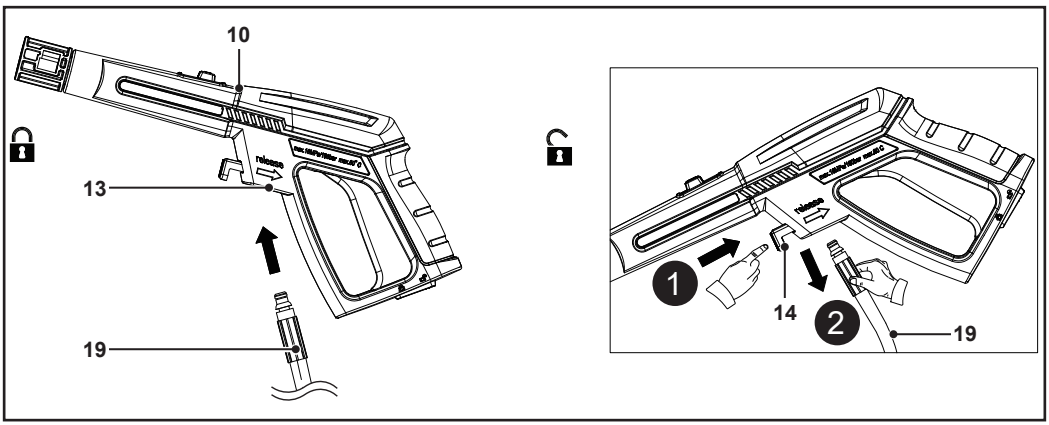

Fig. 6
3. Conecte el otro extremo de la manguera de presión (19) a la entrada de la manguera de presión (13) de la pistola con activador (10) (Fig. 6).
4. Tire suavemente de la manguera de presión (19) para asegurarse de que está bien conectada a la pistola con activador (10).
2. Apriete el gatillo (11) para vaciar el agua una vez finalizado el funcionamiento.
3. Presione y mantenga presionado el botón de liberación (14) para quitar la manguera de presión (19) (Fig. 6).